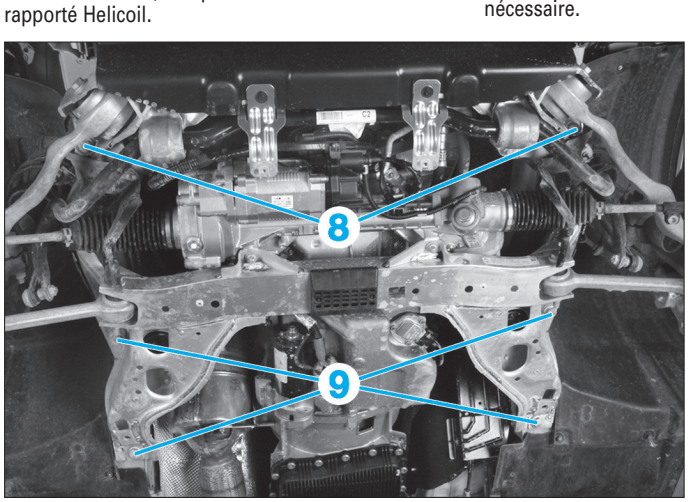

Fig. 24
• Déposer les vis (8) et (9) **(Fig.24)**.
- Serrer les vis (8) puis les vis (9) **(Fig.24)**.